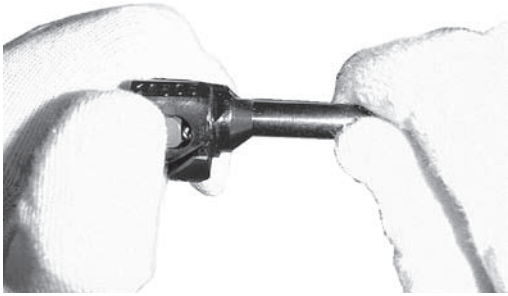

Rys. 89. Składanie wyciągu
e) złożyć zamek: włożyć wyciąg ze sprężyną do gniazda zamka (rys. 89); naciskając wyciąg, włożyć oś wyciągu do otworu znajdującego się pod występem wiodącym zamka, tak aby wyżłobienie osi było zwrócone w stronę części cylindrycznej zamka, ująć zamek lewą ręką występem wiodącym do góry, a częścią cylindryczną do siebie i włożyć do otworu zamka iglicę dużym wycięciem do góry; włożyć kołek od strony występu wiodącego do otworu zamka i wsunąć go do końca, tj. dobić kołek za pomocą wybijaka aż do oparcia o dno otworu (istotne dla zwiększenia wytrzymałości iglicy);